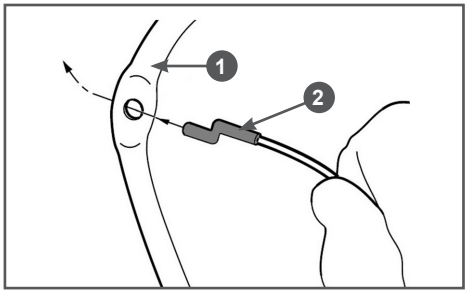

Рис. 5 Крепление троса остановки двигателя
5. Закрепите наконечники тросов остановки двигателя и включения привода хода в соответствующих рычагах. Оболочки указанных тросов закреплены на верхней части рукоятки, верхний трос – трос остановки двигателя, нижний трос – трос включения привода хода. Вставьте Z-образные наконечники тросов в отверстия на соответствующих рычагах с внутренней стороны рычагов. Для примера на Рис. 5 показано крепление наконечника троса остановки двигателя.